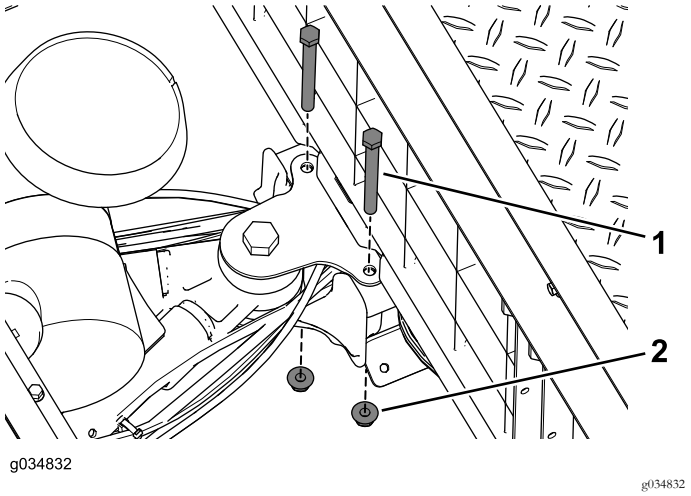

Figura 19
6. Rimuovete i bulloni e i dadi flangiati che fissano il supporto del braccio oscillante al canale centrale (Figura 19).